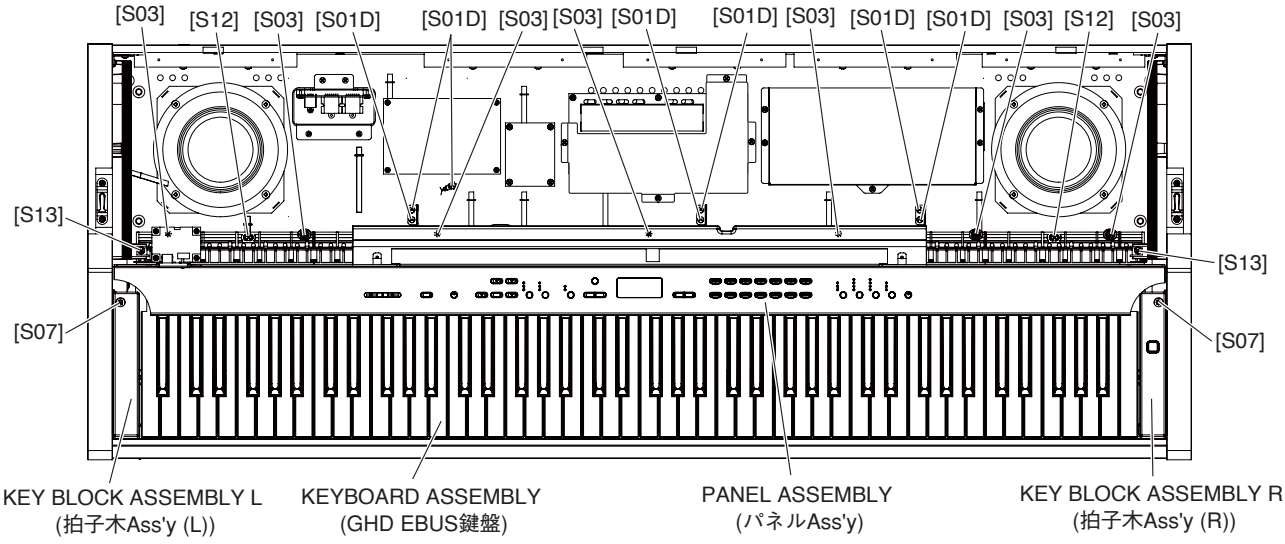

Fig. 5（図 5）
7-3 Remove the seven (7) screws marked [S01D] and the two (2) screws marked [S13]. The panel assembly can then be removed. (Fig. 5)
7-3 [S01D] のネジ 7 本と [S13] のネジ 2 本を外して、パネル Ass'y を外します。(図 5)
8-4 Remove the screw marked [S07]. The key block assembly L can then be removed. (Fig. 5)
8-4 [S07] のネジ 1 本を外して、拍子木 Ass'y（L）を外します。(図 5)
9-5 Remove the seven (7) screws marked [S03] and the two (2) screws marked [S12]. The keyboard assembly can then be removed. (Fig. 5)
9-5 [S03] のネジ 7 本と [S12] のネジ 2 本を外して、GHD EBUS 鍵盤を外します。(図 5)